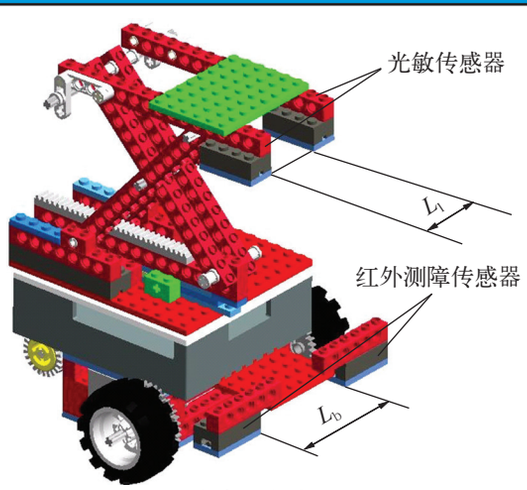

图 5.3　传感器安装位置
1. 为了达到寻找火源的最佳效果，两个光敏传感器（图 5.3）的安装高度应在何处？左右安装距离（L_1）的最佳值应是多少？